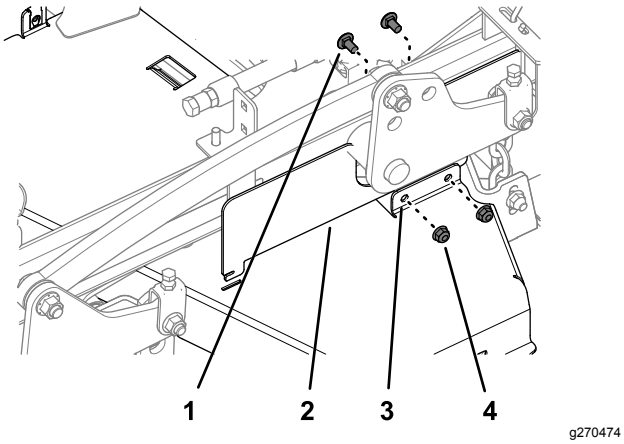

Figure 7
3. Remove the 2 carriage bolts and 2 locknuts that secure the left side CE cover to the left belt cover (Figure 7).